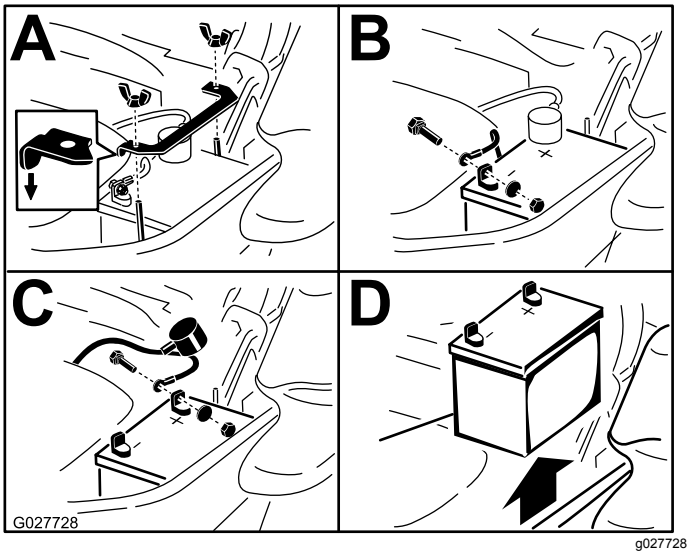

Figur 70
3. Fjern batteriet, som vist i Figur 70.
Merk: Plasser batteriet med polene vendt bort fra den hydrauliske tanken (Figur 70).